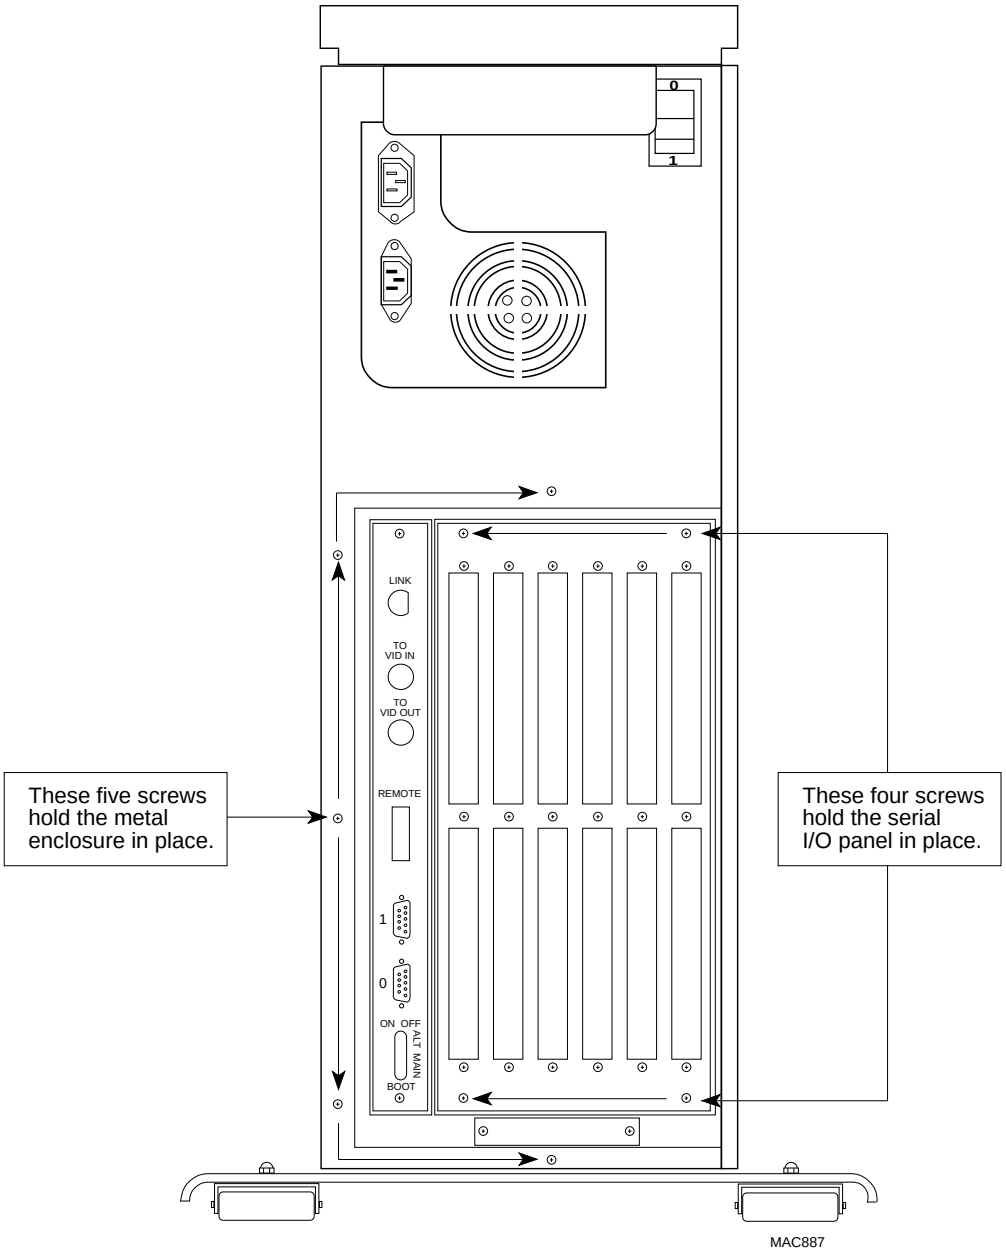

Figure D-2. AM-990 Rear Panel Screw Removal
3. The next step is to remove the I/O panel and paddlecard assembly located on the computer's rear panel. The I/O panel is held in place with four phillips-head screws as shown in Figure D-2. Once the screws have been
4. Remove the other five screws called out Figure D-2, which hold the CPU board's mounting enclosure in place.